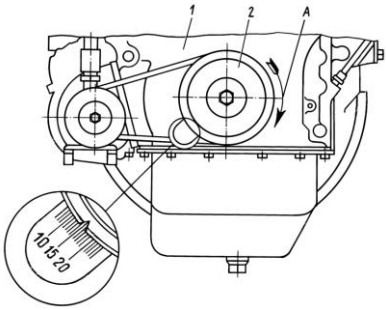
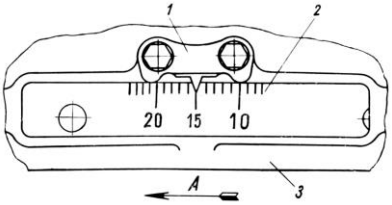
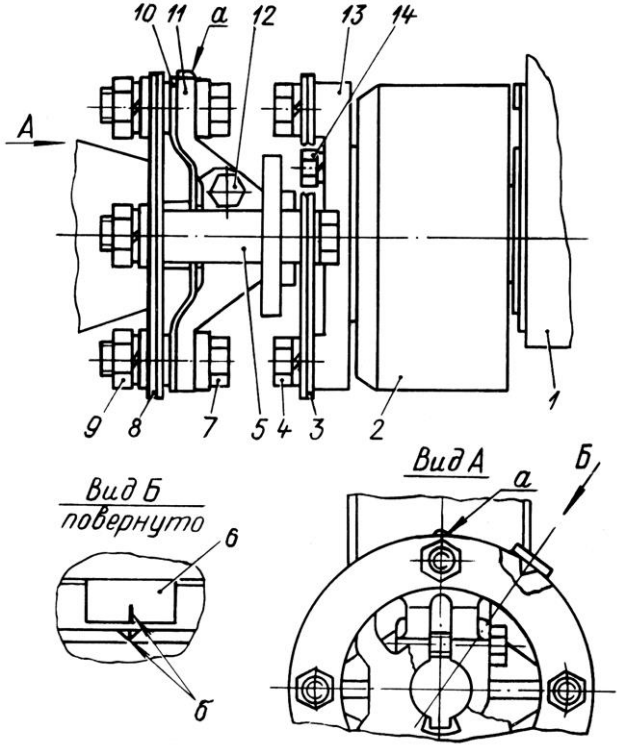

Рис. 13. Совмещение рисок:
Рис. 14. Совмещение рисок:
Рис. 15. Привод топливного насоса высокого давления:
Вращать коленчатый вал двигателя по часовой стрелке (если смотреть со стороны вентилятора) до совмещения меток на шкиве коленчатого вала и крышке шестерен распределения или на маховике с указателем, соответствующих установочному углу опережения впрыска топлива: риска на шкиве коленчатого вала должна находиться против риски, соответствующей установочному углу 15º, на крышке шестерен распределения (рис. 13) или риска «15» на маховике должна совпадать с указателем картера маховика (рис. 14). Для бокового указателя (лючок находится с левой стороны двигателя на картере маховика) значение углов выполнены на маховике в буквенном выражении. При этом букве «А» соответствует значение в цифровом выражении 20º, букве «Б» - 15º, букве «В» - 10º и букве «Г» - 5º.
В момент совмещения меток, показанных на рис. 13 и 14, должны совместиться метка на торце муфты 2 (рис. 15) опережения впрыскивания с риской на указателе 6. Если метки не совместились, отвернуть две гайки 9 и поворотом муфты опережения впрыскивания за счет овальных отверстий на приводе совместить указанные на рис. 15 метки.
1. Установить ведомую полумуфту 13 на муфту 2 (рис. 15) опережения впрыскивания и закрепить ее четырьмя болтами.